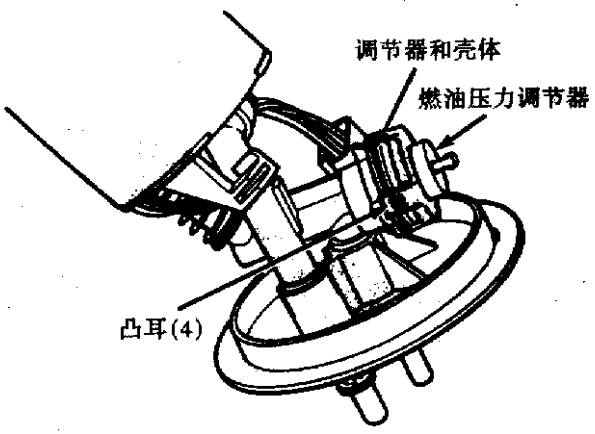

图 4－19　燃油压力调节器
①拆开压力调节器限位器(图 4－19)。
②将燃油压力调节器撬出壳体。
③确认上下 O 形环均已同调节器一起拆下。
①用干净的机油将 O 形环润滑，将它们装入油泵组件开口处(图 4－20)。
②将调节器推入油泵组件开口处。
③将调节器限位器凸舌折向壳体凸耳。